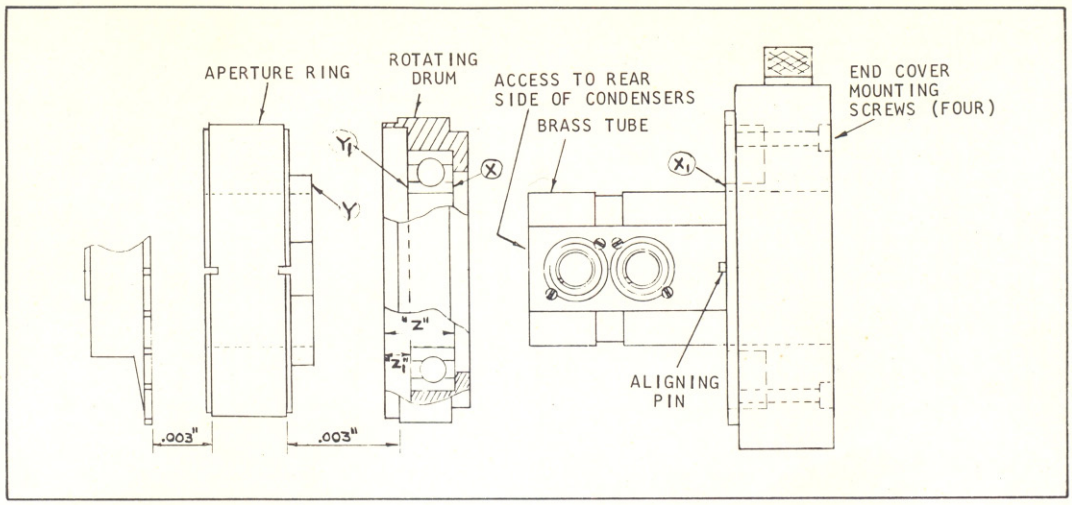

Figure 12. Access to Condensers and Drum Bearing (6202-CS/35 MM) (Sheet 2)
(5) The condensers will now be accessible for cleaning. The rear side of both glasses may be reached through the open end of the brass tube (Figure 12).
(6) If it is desired or necessary to remove the condensers, the rotating drum may be drawn off of the brass tube. The condensers are held in place with two screws for each. Note that the retaining springs for the glass is on the outside. Glasses are identical and have the same curve front and rear (Figure 12).
(1) Slide the rotating drum back onto the brass tube. The inner race of the bearing butts against a shoulder of the end cover. These two surfaces are indicated by X and X_1 on Figure 12.
(2) Slide the aperture ring back onto the brass tube. A shoulder of the ring butts against the inner race of the bearing. These two surfaces are indicated by Y and Y_1, on Figure 12.
(3) Rotate the aperture ring to the approximate position it should assume on the tube.
aligning pin to fit into the pin hole in the case (Figure 12).
(7) Then with the fingers, press the aperture ring toward the rotating drum. Next, tighten setscrew (M) firmly. It might be desirable to use a 0.003-inch brass shim between the aperture ring and the sprocket to assist in holding the ring toward the rotating shoulder while tightening the screw. The specified gaps for the completed assembly are indicated on Figure 12.
(8) Reinstall the lampholder (refer to paragraph G) and the filter holder.
If it has become necessary to replace the bearing, measurements should be taken from each side of the inner race to the edge of the rotating drum prior to removal of the bearing from the drum. These distances are indicated by "Z" and "Z_1" on Figure 12.